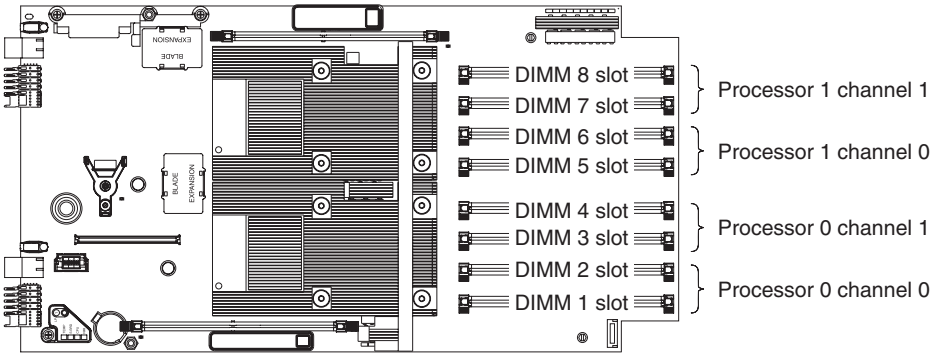

Figure 16. System memory DIMM slot locations
As shown in Figure 16, each processor has a channel 0 and a channel 1, with a pair of DIMM slots for each channel. To use a channel, you must populate both DIMM slots that belong to the channel.
5. Locate the DIMM slots in which you want to insert the system memory modules. See Table 1 on page 28 and Figure 16 on page 28 for guidance.